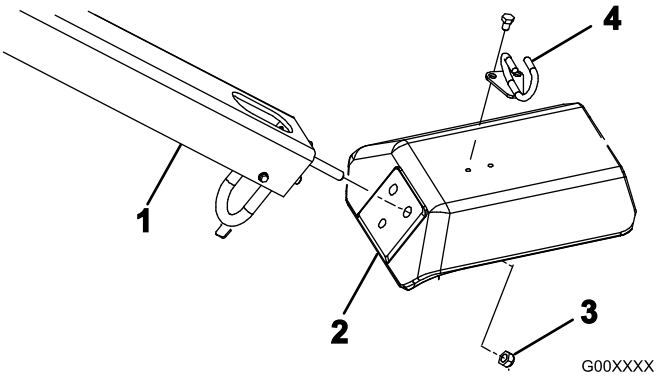

Figura 4
2. Insira as cavilhas de montagem do manípulo nos orifícios do eixo (Figura 4).
3. Fixe as cavilhas do manípulo ao eixo com 3 porcas de bloqueio (1/2 polegada) (Figura 4)
5. Monte o guia dos cabos na parte de cima do eixo com 2 parafusos (5/16 x 1/2 polegada) (Figura 4).